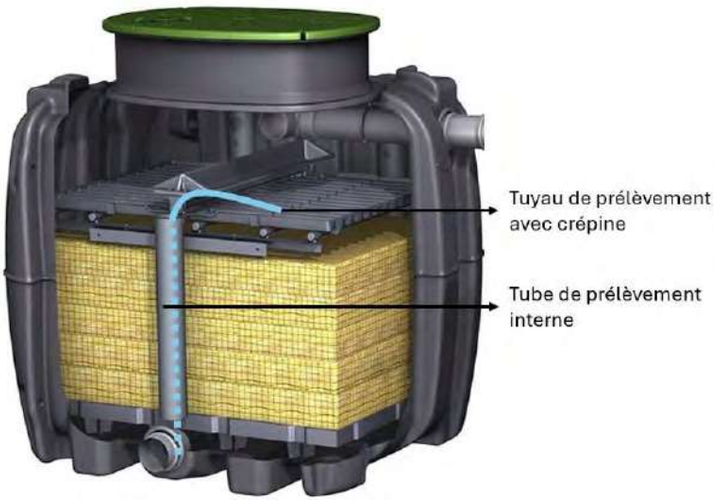

Fig. 62: Accès tube de prélèvement et insertion du tuyau souple équipé d'une crépine d'aspiration
1. Insérer le tuyau souple dans le tube de prélèvement de l'unité de traitement tel que présenté sur la *Fig. 62.*